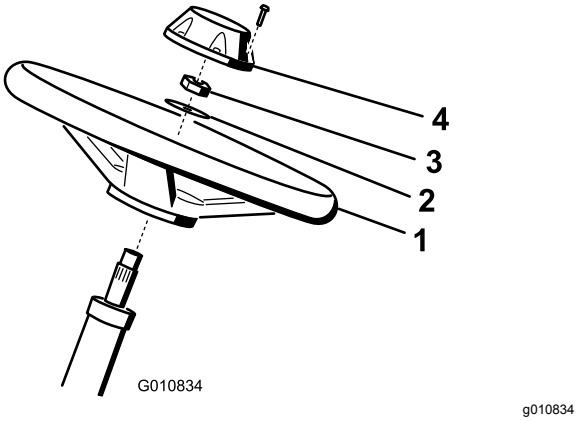

**Figuur 5**
1. Schuif het stuurwiel op de stuuras (Figuur 5).
2. Schuif de ring op de stuuras (Figuur 5).
3. Zet het stuur vast op de as met een borgmoer en trek die aan tot 27-35 N·m (Figuur 5).
4. Plaats de dop op het stuurwiel en bevestig deze met 6 bouten (Figuur 5).